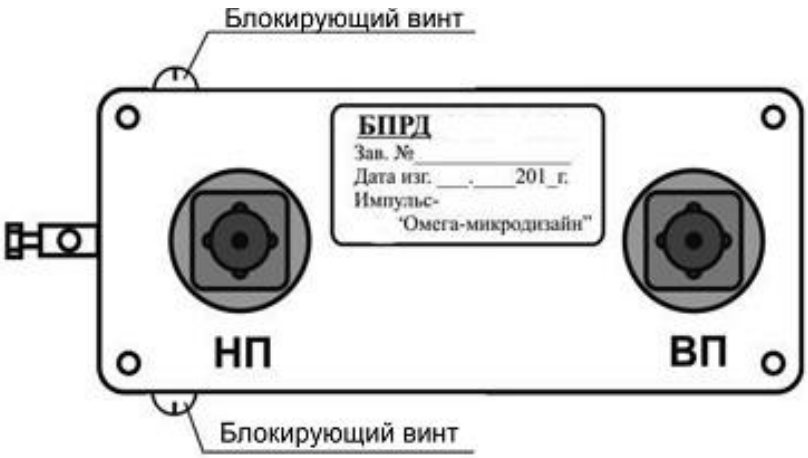
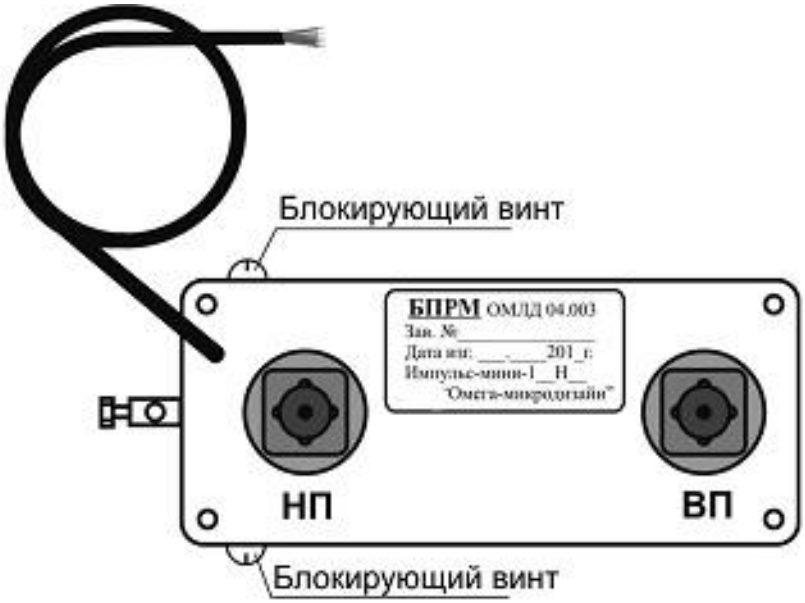

Рис. 6.10
Рис. 6.11
6.4.1.1 БПРД (рис. 6.10) и БПРМ (рис. 6.11) имеют сходное конструктивное исполнение. Внутри литого алюминиевого корпуса установлен субблок на базе печатной платы. К корпусам прикреплены пластины для крепления блоков на консолях, опорах КМЧ Для крепления на заграждении или стене здания используются дополнительные изолирующие крон-